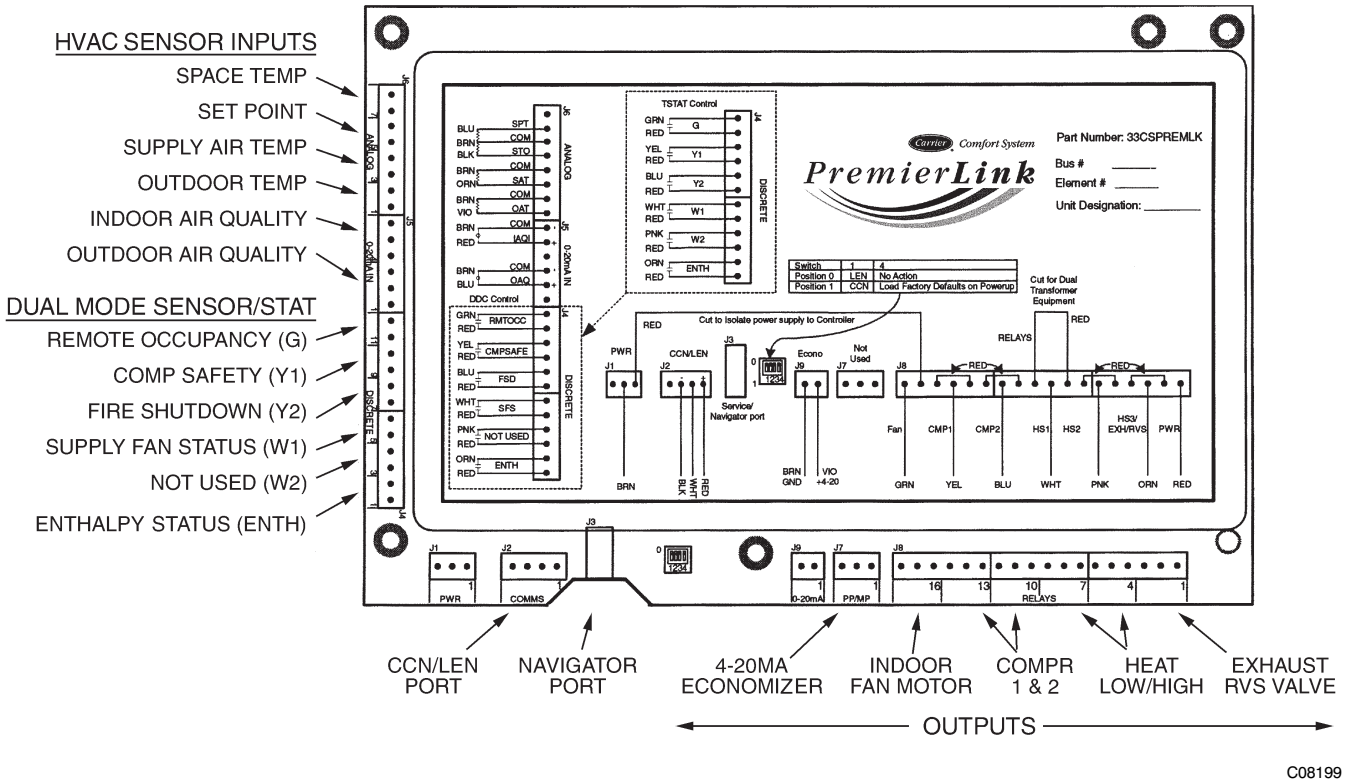

Fig. 44 – PremierLink™ Controller
Refer to Fig. 44 for PremierLink™ connection locations.
The PremierLink™ controller (see Fig. 44) is compatible with Carrier Comfort Network® (CCN) devices. This control is designed to allow users the access and ability to change factory–defined settings, thus expanding the function of the standard unit control board. CCN service access tools include System Pilot (TM), Touch Pilot (TM) and Service Tool. (Standard tier display tools Navigator™ and Scrolling Marquee are not suitable for use with latest PremierLink™ controller (Version 2.x).)